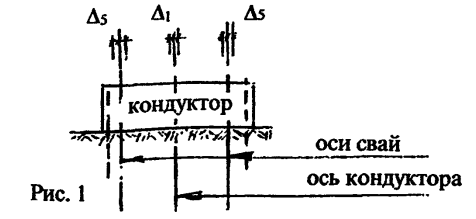
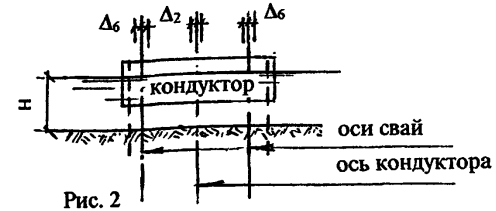
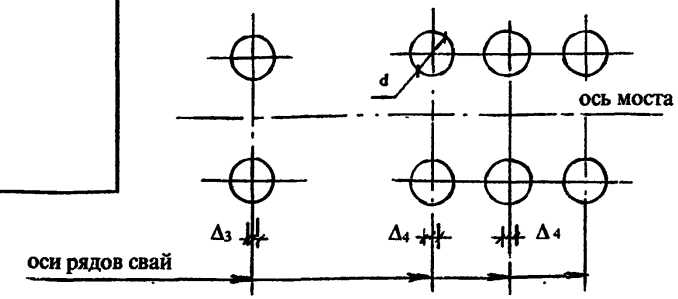

Рис. 1
Рис. 2
Рис. 3
2. То же осей погруженных оболочек диаметром свыше 0,6 м до 3 м в долях диаметра при погружении: 2.1 без применения направляющих устройств (Рис.3) — для одиночных свай и при расположении в один ряд по фасаду моста — при расположении в два ряда и более 2.2 через направляющий каркас (кондуктор) — на суше (Рис.1) — в пределах акватории с глубиной воды H (Рис.2)	$\Delta_3 = \pm 0,1$ d $\Delta_4 = \pm 0,15$ d $\Delta_5 = \pm 5$ см $\Delta_5 = \pm 0,03$ H